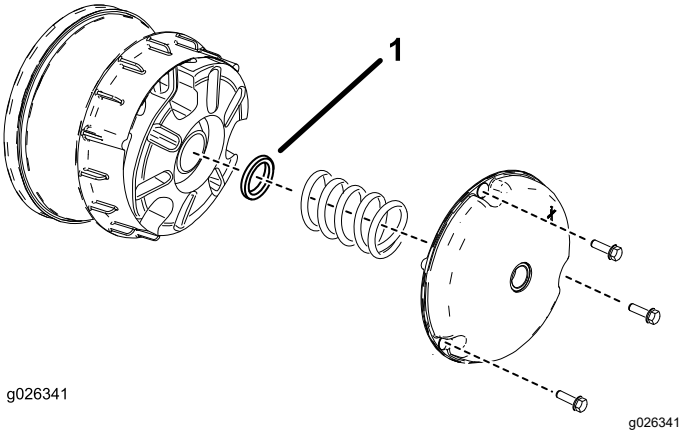

Figur 65
2. Afmonter boltene, der fastgør primærkoblings-dækslet som vist i Figur 65.